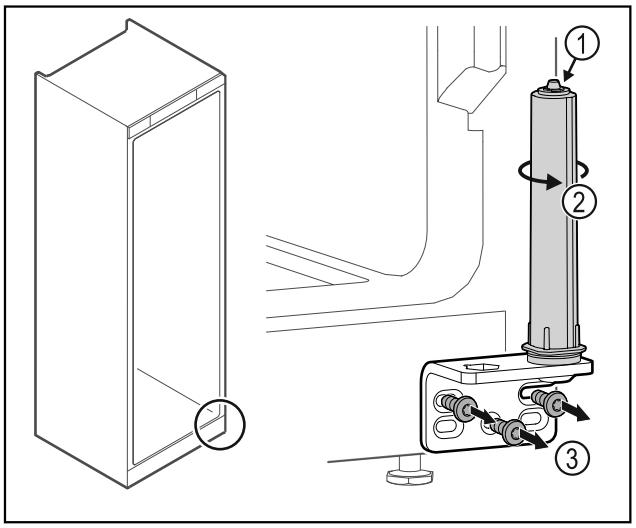

Fig. 41
▶ Nu dezasamblați sistemul de închidere al ușii *Fig. 41 (1)*.
▶ Rotiți *Fig. 41 (2)* sistemul de închidere, până când face clic.
▶ Deșurubați *Fig. 41 (3)* colțarul balamalei.